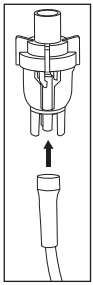

Fig. 9
b) Carefully attach the opposite end of the air tube to the stem at the base of the Nebulizer, *Fig. 9.*